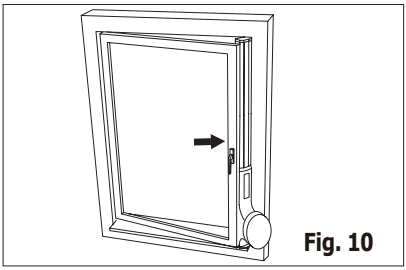

Fig. 10
2. Placez le kit de glissière de fenêtre sur la fenêtre. Ajustez la longueur du kit de glissière de fenêtre selon la hauteur de la fenêtre (Fig. 10).